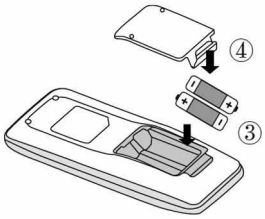

Rys. 2
3. Włóż dwie baterie alkaliczne (AAA 1,5 V) i upewnij się, że położenie biegunów „+" i „-" jest prawidłowe (jak pokazano na rys. 2③).
4. Załóż ponownie pokrywę (jak pokazano na rys. 2 ④).